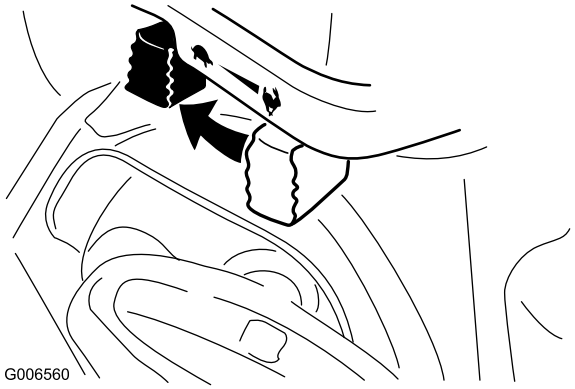

**Figure 31**
1. Move the throttle to the Slow position, and then to the Stop position (Figure 31).